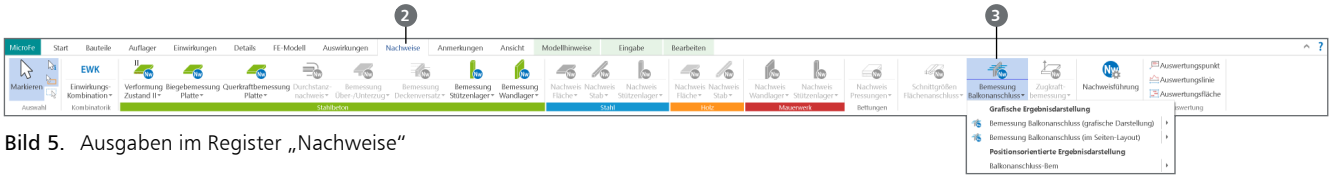

Bild 5. Ausgaben im Register „Nachweise“
Mit den bisherigen Eingaben lässt sich die Bemessung der Balkonanschlüsse starten. Hierzu ist im Menüband im Register „Nachweise“ ❷ in der Gruppe „Sonstige“ die grafische oder die positionsorientierte Bemessungsausgabe für Balkonanschlüsse ❸ aufzurufen (Bild 5).